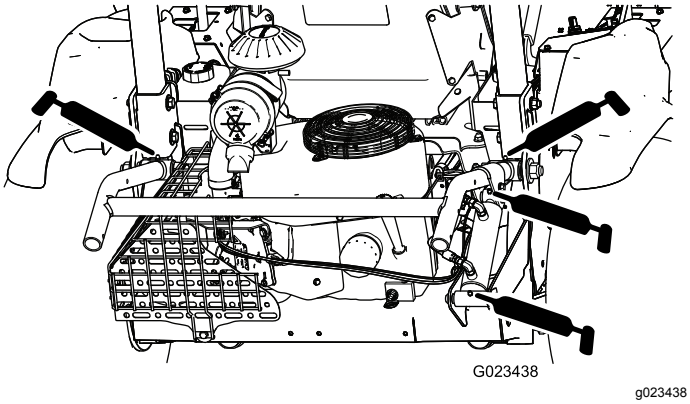

Figur 36
- Tilbehørsheis (4) – Figur 36